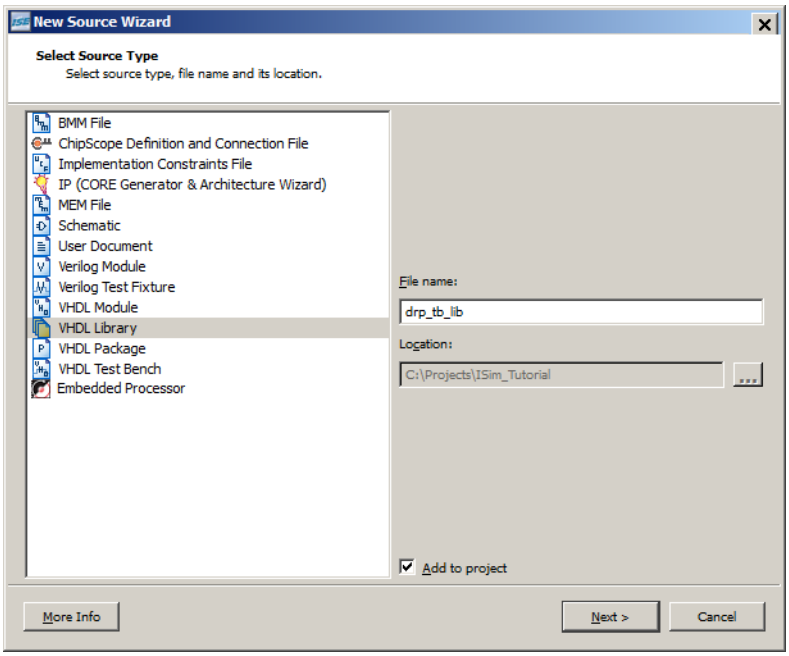

Figure 2-4: **Select Source Type**
3. Type **`drp_tb_lib`** for the VHDL library name. (Refer to Figure 2-4, page 15).